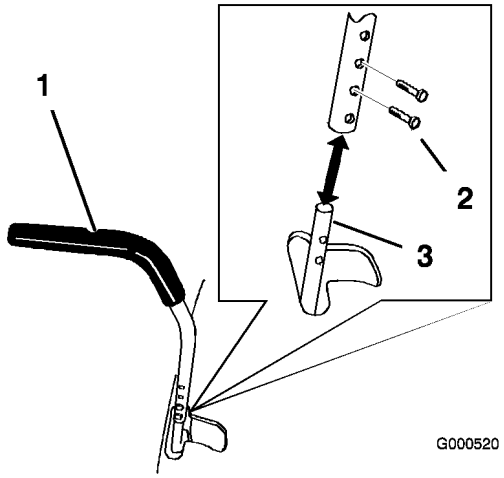

Figure 14
1. Retirez les 2 boulons qui fixent le levier de commande à l'arbre du bras de commande (Figure 14).
2. Placez le levier de commande dans les trous suivants Fixez le levier avec les 2 boulons (Figure 14).